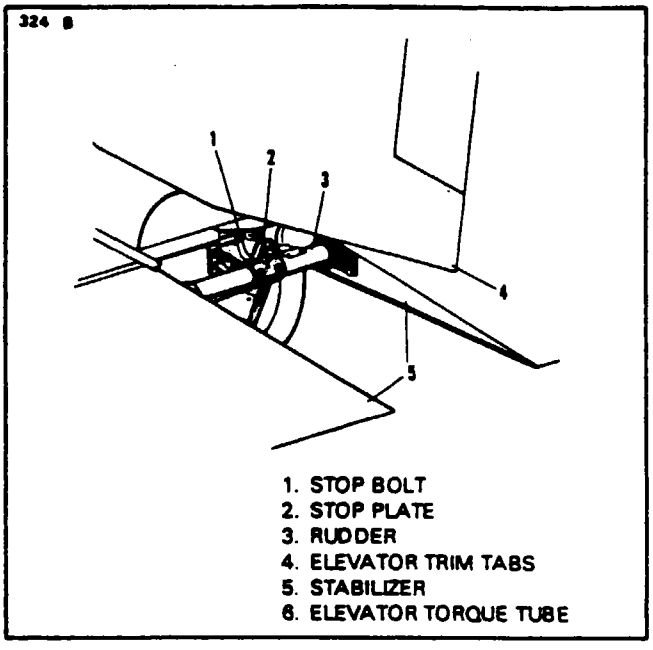

Figure 5-9. Elevator Travel Stops
e. With the elevator neutral, place a bubble protractor on the elevator and establish neutral or zero on the protractor. Move the elevator up until the control arm contacts its stop. (Refer to Figure 5-9.) Check the up travel as given in Table V-I. Adjust the stop screw in or out to obtain proper adjustment: Move the elevator down and check and adjust by the same method. After completion of rigging torque the screw locknuts to 20 to 40 inch pounds and seal with SENTRY SEAL. The elevator control arm should contact its stops before the control wheel contacts its stops.